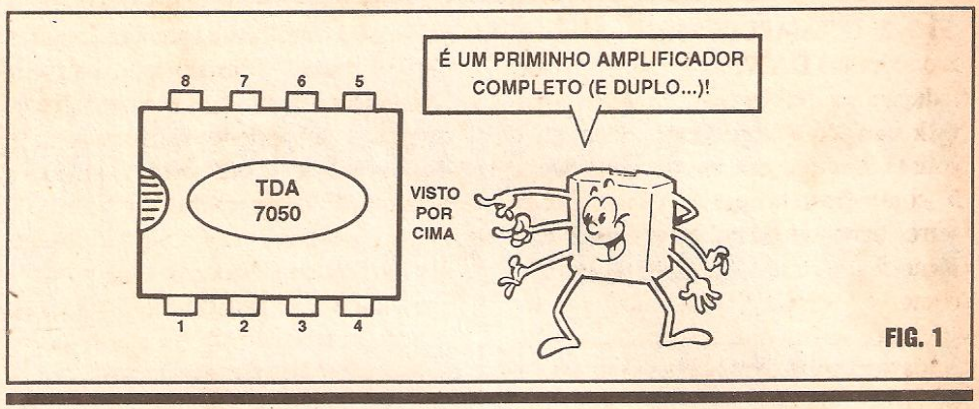

FIG. 1
- **FIG. 1** - O ''INTEGRADINHO'' TDA7050 - Numa ''embalagem'' tipo DIL (**dual in line**) de 8 pinos, externamente igualzinha à de um mero 741 ou 555, o TDA7050 contém, na verdade, **dois** sensíveis e completos amplificadores de áudio, independentes (salvo pelas conexões únicas da alimentação...), e que assim tanto podem ser utilizados no modo **estéreo**, como numa configuração em ponte, resultando num amplificador mono (obviamente mais potente do que qualquer dos dois canais em estéreo, conforme aprendemos na ''Lição'' de TEORIA da presente ''Aula''...). Criado especificamente para trabalhar com fones de ouvido, o TDA 7050 precisa de uma ''carga'' de Saída com impedância de 32 ou 64 ohms (valores típicos encontrados nos ditos fones para **walkman**...), pode ser alimentado com Tensões que vão, tipicamente, de 3,0 a 4,5V (duas ou três pilhas pequenas, também como é comum na energização de dispositivos tipo **walkman**...) e é capaz (dependendo da Tensão de alimentação e da real impedância dos fones...) de oferecer Potências que vão desde 35mW por canal (no modo estéreo), até 150 mW (em ponto, no modo mono...). A figura mostra a sua aparência e pinagem, com a peça observada por cima, considerando-se o convencional sistema de contagem ou numeração, que ''gira'' em sentido anti-horário, a partir do pino situado junto à extremidade marcada do componente (Vocês já deviam ter ''decorado'' isso, hein...?). Quanto a real disposição dos blocos nas suas ''entranhas'', veremos no circuito aplicativo (próxima figura...).